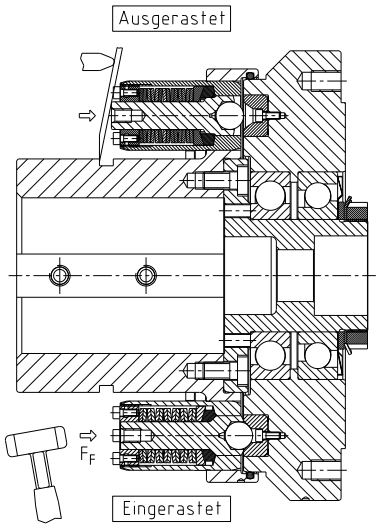

Bild 18
- Durch axiale Schläge mit einem Kunststoffhammer auf den Bolzen, durch einen Hebel oder mit einer hydraulischen bzw. pneumatischen Einrastvorrichtung können Sie die Kupplung wieder einrasten (siehe Bild 18).